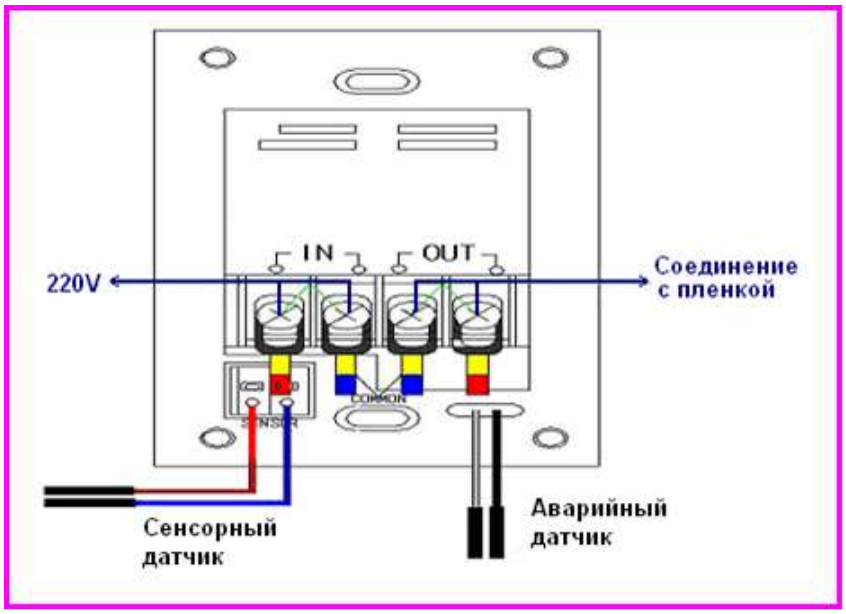

Рис. 5 – Схема подключения терморегулятора
1) На рисунке 4 в секторе “А” показано место вывода проводов с нагревательных элементов, которые в последствии подключаются к терморегулятору (рис. 5).